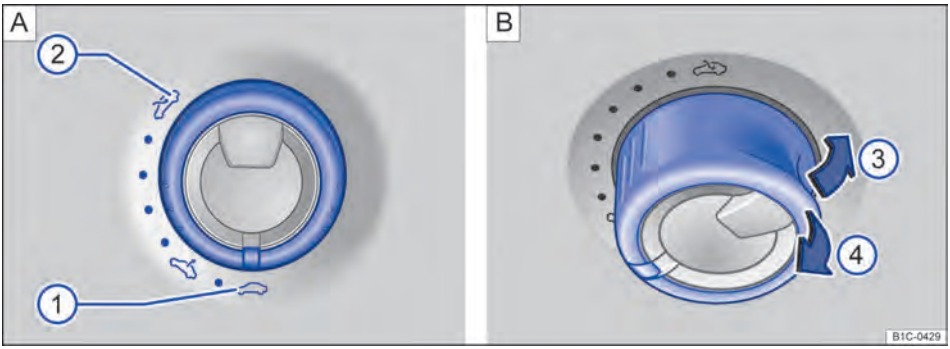
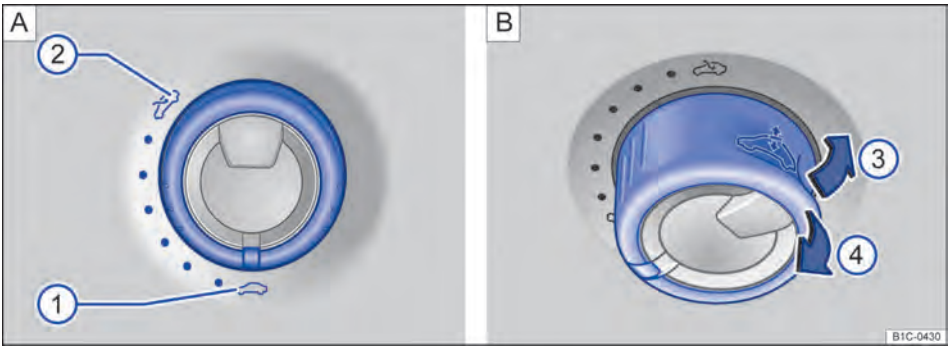

Fig. 37 No revestimento do teto: interruptor para levantamento, abertura ou fechamento do teto solar panorâmico elétrico de vidro (variante 1).
Fig. 38 No revestimento do teto: interruptor para levantamento, abertura ou fechamento do teto solar panorâmico elétrico de vidro (variante 2).
Para levantar o teto solar panorâmico elétrico de vidro, é necessário que o interruptor se encontre na posição de base ⇒ Fig. 37 **A** ① ou ⇒ Fig. 38 **A** ①.
⇒ Fig. 37 **A** ou ⇒ Fig. 38 **A**
⇒ Fig. 37 **B** ou ⇒ Fig. 38 **B**
- Segurar o interruptor mais na posição ⇒ Fig. 37 **B** (seta ④) ou ⇒ Fig. 38 **B** (seta ④). O teto solar panorâmico elétrico de vidro se abre e se fecha sozinho! ▶
- Girar o interruptor para a posição “Fechado” ⇒ Fig. 37 **A** ① ou ⇒ Fig. 38 **A** ①.
- Dentro de aproximadamente 5 segundos após a liberação do limitador de força, puxar o interruptor o tempo necessário para trás no sentido da seta ⇒ Fig. 37 **B** ④ ou ⇒ Fig. 38 **B** ④, até que o teto solar panorâmico elétrico de vidro esteja completamente fechado.